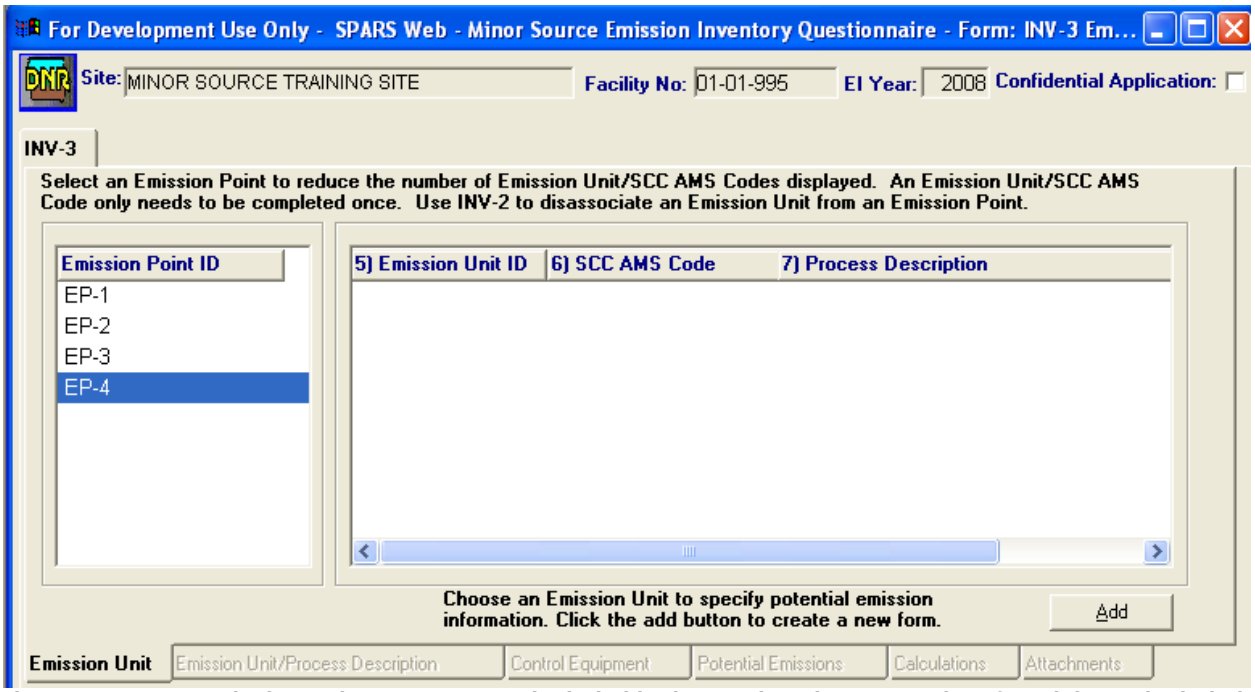

Figure 9.9 – New Emission Point EP-4 was not included in the previous inventory, therefore, it is not included in INV-3 for the new inventory, either.
3. Inside the **Emission Point ID** box, highlight the emission point ID for the new emission point and click **Add** (see Figure 9.9).